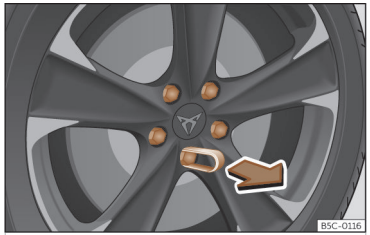

Abb. 239 Rad: Radschrauben mit Deckel.
- Schieben Sie die Kunststoffklammer (Bordwerkzeug ››› **(Abb. 204)**) so weit auf die Abdeckkappe, bis sie einrastet ››› **(Abb. 239)**.